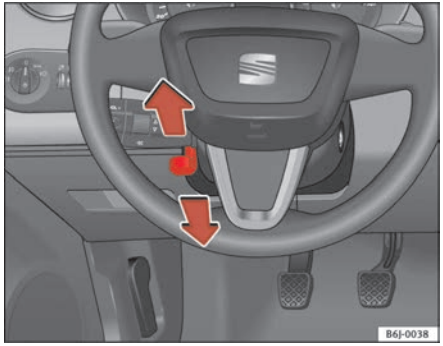

Fig. 91 Steering column height adjustment
– Push the lever under the steering column ⇒ fig. 91 down ⇒ ⚠.
– Adjust the steering wheel until the correct position is set ⇒ fig. 91.
- **Adjust the driver seat or steering wheel so that there is a distance of at least 25 cm between the steering wheel and your chest ⇒ fig. 91. If you fail to observe the minimum distance, the airbag will not protect you. Risk of fatal injury.**